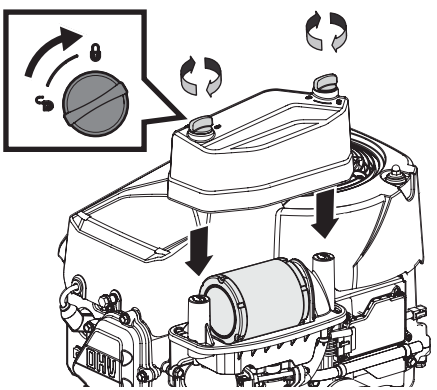

Figura 12
7. Coloque la tapa del filtro de aire (Figura 12). Gire tornillos en sentido horario hasta que quede ajustado. Revise si hay desalineación.